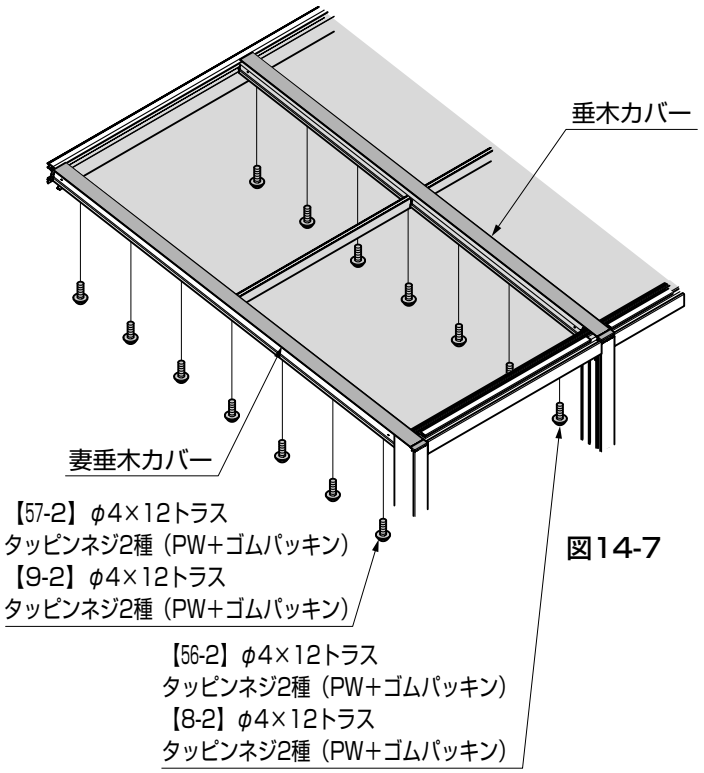
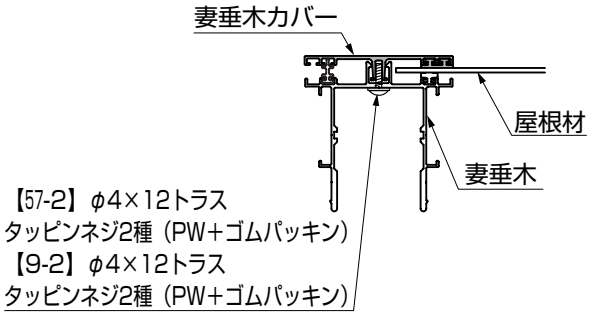
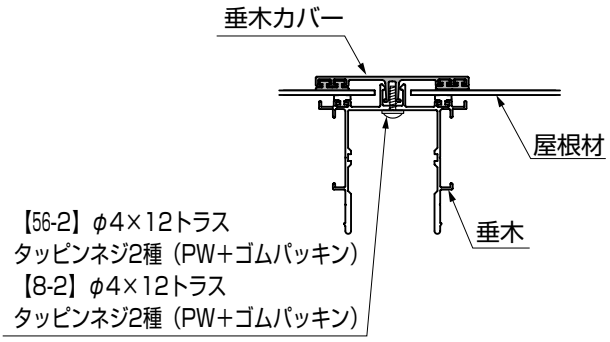

図14-7
図14-8　妻垂木部
図14-9　中間垂木部
⑤妻垂木カバーを妻垂木に、【9-2】または【57-2】で固定してください。（図14-7、図14-8参照）
⑥垂木カバーを垂木に、【8-2】または【56-2】で固定してください。（図14-7、図14-9参照）
●屋根材の取付けは、のみ込みが左右均等になるようにしてください。（図14-8、図14-9参照）